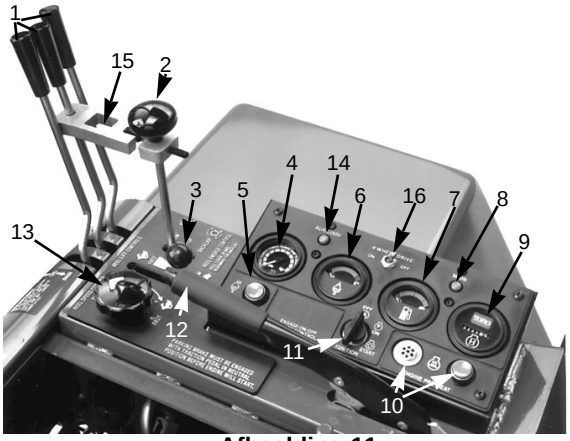

Afbeelding 11
Tijdklok (Afb. 11)—Geeft het totaal aantal uren aan dat de machine gebruikt is. **N.B.:** Links in de meter wordt met behulp van bewegende cirkels aangegeven dat de tijdklok in werking is.
Voorgloei-indicator van de motor (Afb. 11)—Licht fel op als de gloeipluggen voldoende voorverwarmd zijn.
Voorgloeischakelaar van de motor (Afb. 11)—Bij koude starts moet de schakelaar ingehouden worden totdat de indicator fel oplicht.
Contactschakelaar (Afb. 11)—Deze schakelaar heeft drie posities: OFF, ON en START. (AAN, AF, en START). Draai de sleutel in de START-positie en laat hem los als de motor aanslaat. Draai de sleutel naar OFF (AF) om de motor te stoppen.
Handrem (Afb. 11)—Trek de hendel omhoog om de parkeerrem in te schakelen. Om de rem weer uit te schakelen moet u de hendel omhoog trekken, de knop indrukken en de hendel laten zakken. De rem moet ingeschakeld zijn bij het starten van de motor. Schakel altijd de parkeerrem in voordat u de stoel verlaat.
Hendel maaien-wetten (Afb. 11)—Druk de hendel naar voren om de maai-eenheden in te schakelen. Zet de schakelaar in het midden om de maai-eenheden stop te zetten. Om de maai-eenheden te wetten moet u de hendel over de stop tillen en in de achteruit-positie houden.
Toerentalregeling messenkooien (Afb. 11)—Draai de knop met de wijzers van de klok mee om het toerental van de messenkooien op te voeren, en tegen de wijzers van de klok in om het toerental van de messenkooien te minderen. In combinatie met de snelheidsbegrenzer te gebruiken om de gewenste maairesultaten te verkrijgen.
Gashendelbediening (Afb. 11)—Zet de gashendel naar voren om de motorsnelheid op te voeren en naar achteren om snelheid te minderen.